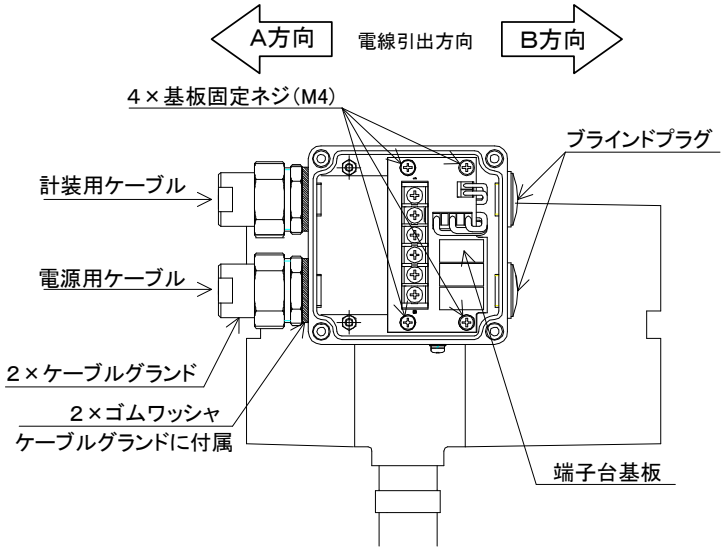

図4-3;ケーブルグランド取り付け（A方向）
2) ケーブルはA方向またはB方向どちらか一方から引き出すことができます。(図4-3)ケーブル引き出し側のブラインドプラグ２個をマイナスドライバー等で取り外し、付属のケーブルグランドを取り付けます。ケーブルグランドには付属の専用ゴムワッシャを必ず取り付けてください。